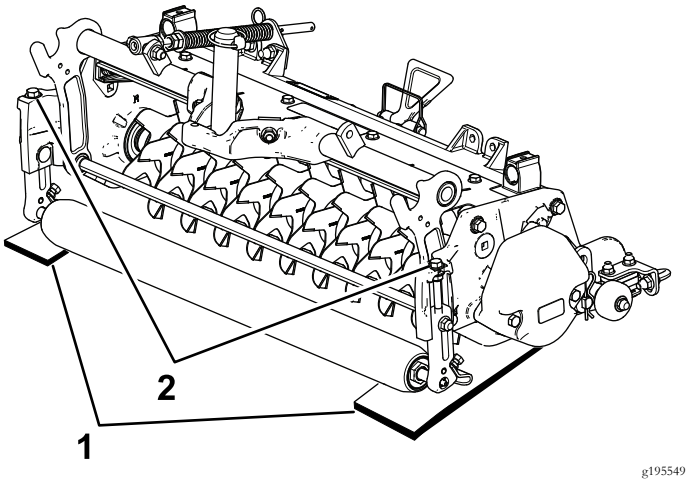

Figure 9
2. Placez 2 jauges de profondeur, correspondant à la profondeur voulue de pénétration des lames dans le sol, sous les rouleaux avant et arrière du cylindre de verticutting (une à chaque extrémité du cylindre) (Figure 9).
3. Tournez le boulon de réglage sur chaque support de hauteur de coupe (Figure 9) afin que les lames du cylindre rencontrent la surface plane à chaque extrémité.